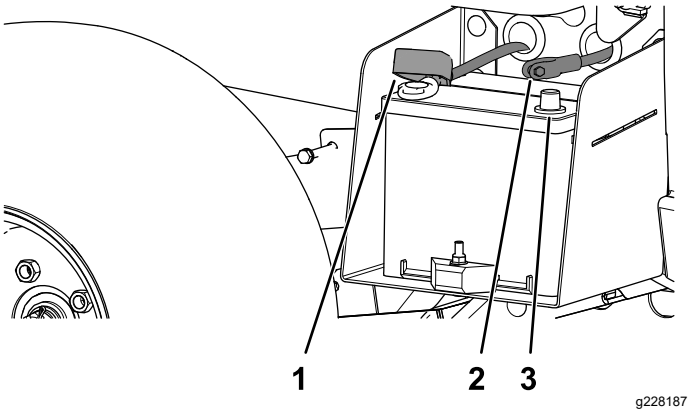

Figuur 5
3. Sluit de pluskabel (rood) aan op de pluspool (+) van de accu en bevestig de kabel met de bouten en de moeren (Figuur 5).